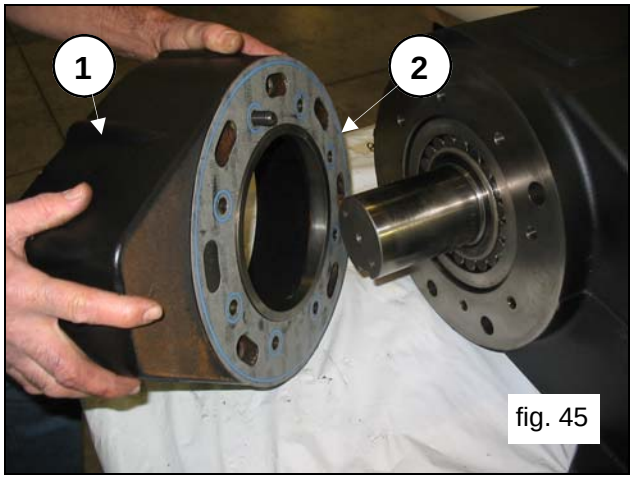
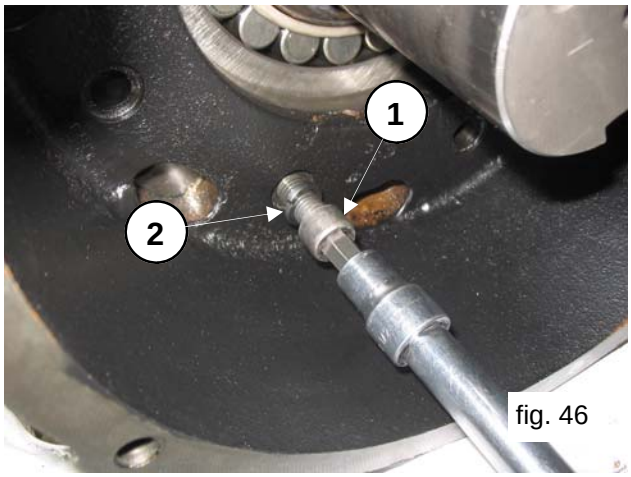
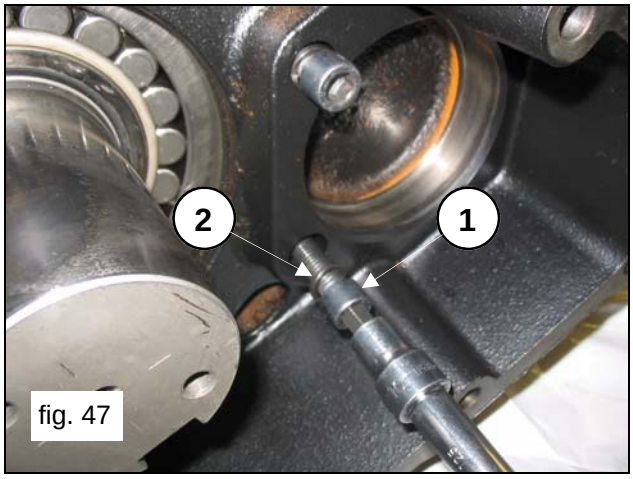
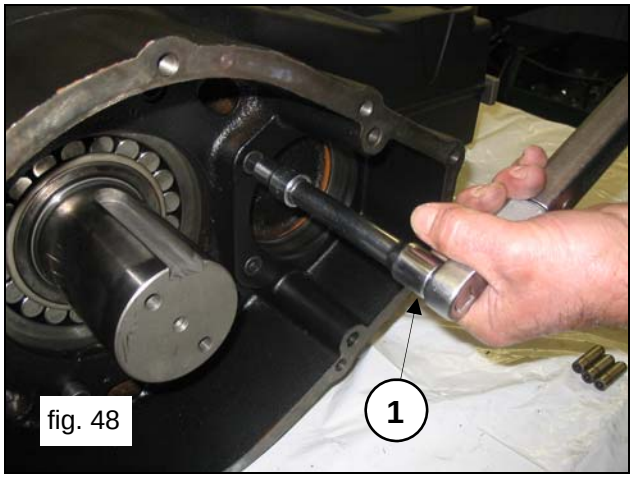

fig. 45
fig. 46
fig. 47
fig. 48
Assemble the reducer case (pos.①, fig.45) and the related gasket (pos.②, fig.45) using the 6 M12x40 screws (pos.①, fig.46), the 2 M12x50 screws (pos.①, fig.47) and the Ø12 Grower washers (pos.②, fig.46 and fig.47). Calibrate the screws with a torque wrench (pos.①, fig.48) as indicated in paragraph 3."SCREW CALIBRATION"